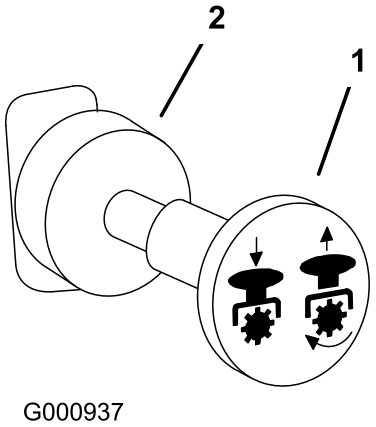

Figura 14
1. Desengrane la toma de fuerza, ponga las palancas de control de movimiento en posición de bloqueo/punto muerto y ponga el freno de estacionamiento (Figura 14).
4. Tire del mando de la toma de fuerza (PTO) para engranarla (Figura 14).
Para desengranarla, empuje el mando de la toma de fuerza (PTO) a la posición **Desengranada** (Figura 14).